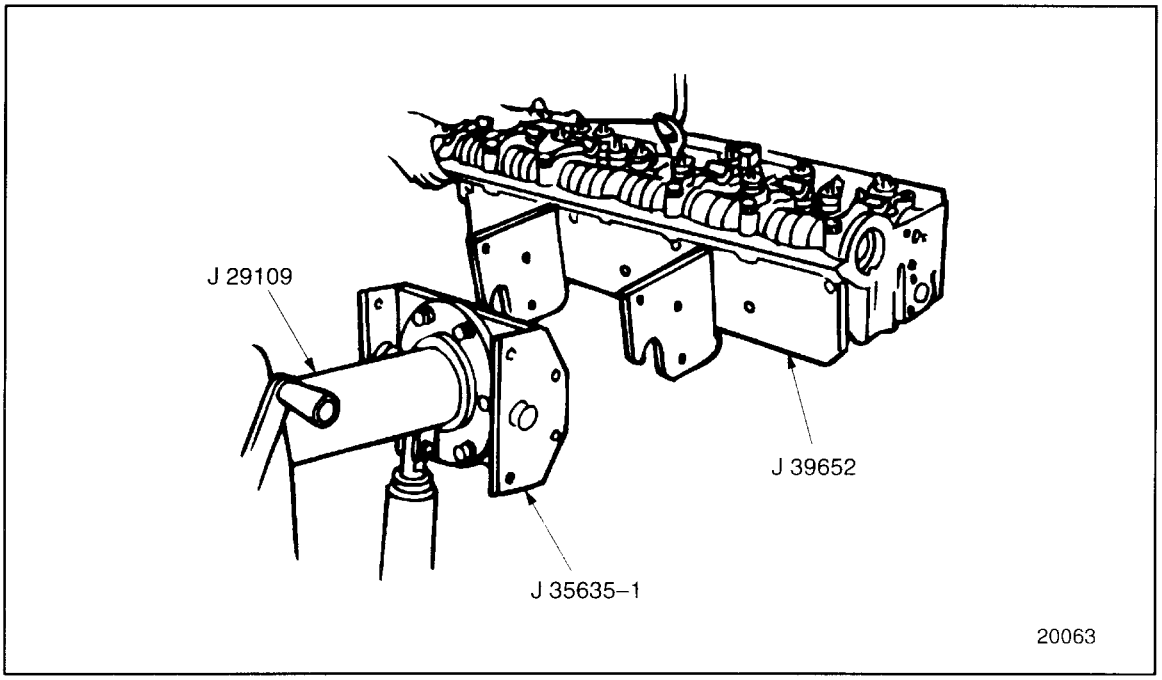

Figure 1-74 Engine Overhaul Stand
1. Bolt the engine overhaul stand adaptor, J 35635-A, to the engine overhaul stand, J 29109, using the hardware provided with the adaptor. See Figure 1-74.
2. Bolt the cylinder head adaptor plate, J 35636-A, to the cylinder head using the bolts provided with the adaptor. See Figure 1-74.